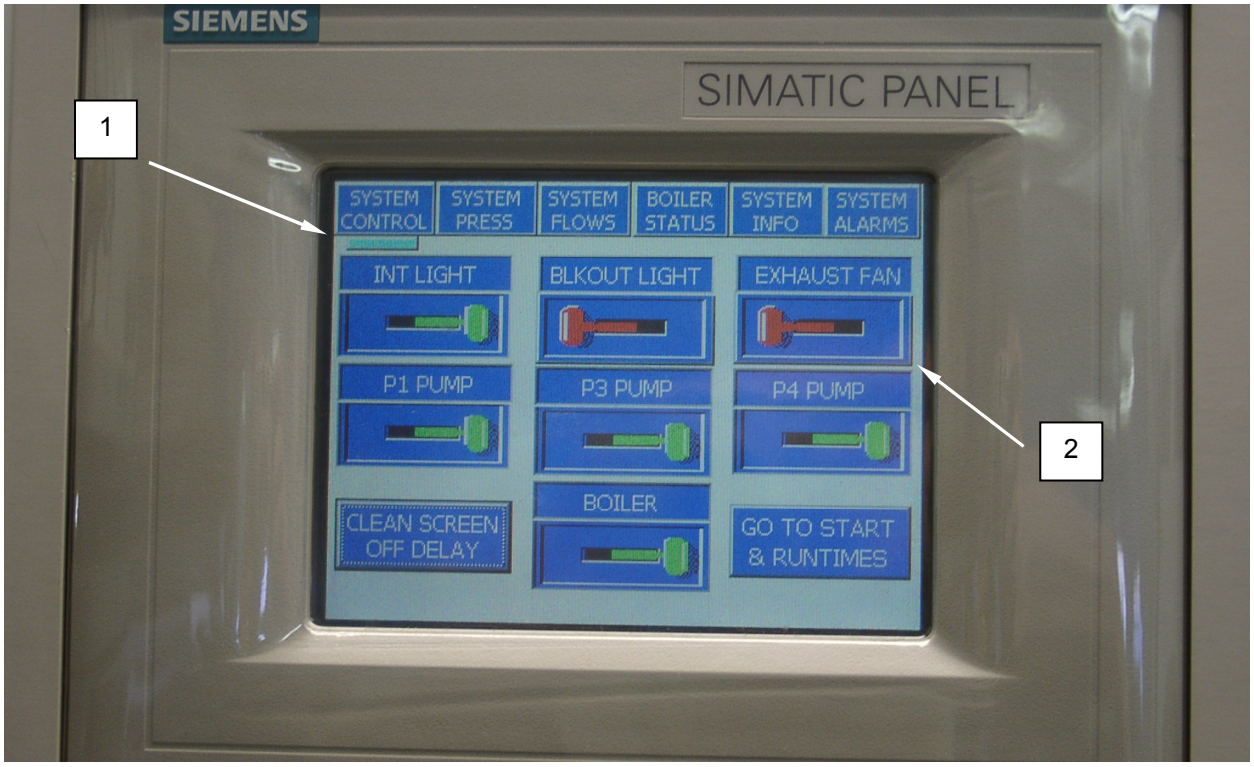

Figure 5. Operate the Exhaust Fans.
1. Ensure the System Control **(Figure 5, Item 1)** screen is displayed.
2. Turn the exhaust fan switch **(Figure 5, Item 2)** to the ON position. The switch will turn green when the switch is ON and red when the switch is OFF.